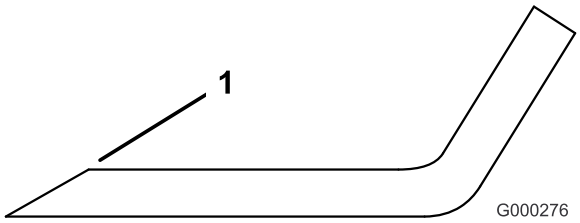

Figuur 92
1. Gebruik een vijl om de snijranden aan beide uiteinden van het mes te slijpen (Figuur 92). Houd daarbij de oorspronkelijke hoek in stand. Het mes blijft in balans als u van beide snijranden dezelfde hoeveelheid materiaal verwijdert.